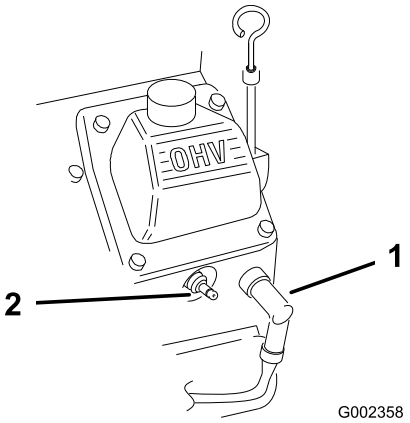

Rysunek 25
2. Odłącz przewody od świec zapłonowych (Rysunek 25).